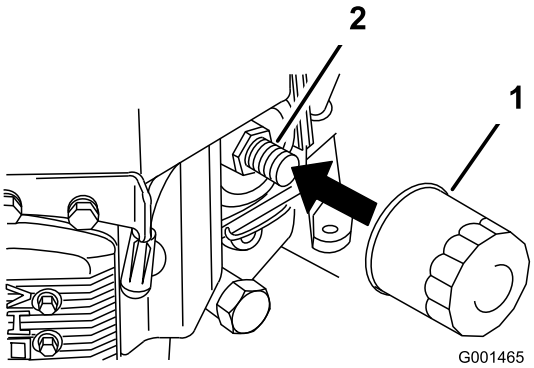

Figura 32
2. Retire el filtro de aceite usado (Figura 32).
3. Aplique una capa fina de aceite nuevo a la junta de goma del filtro nuevo (Figura 32).
4. Instale el filtro de repuesto en el adaptador de filtro; gire el filtro en el sentido de las agujas del reloj hasta que la junta de goma entre en contacto con el adaptador del filtro, luego apriete el filtro tres cuartos de vuelta más (Figura 32).